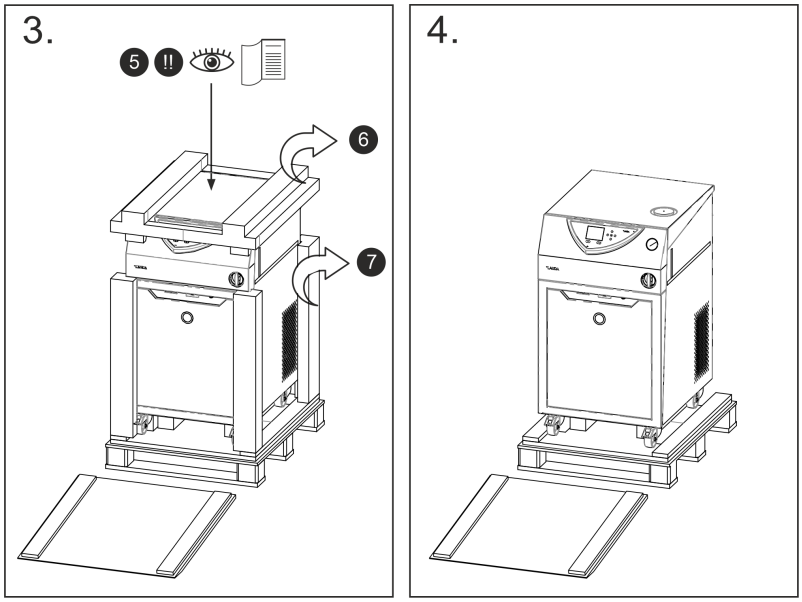

Fig. 3: Illustration des instructions de déballage pour le VC 5000
4. **Figure 3 :** La notice d'utilisation ⑤ se trouve sur l'appareil. Vous en aurez besoin.